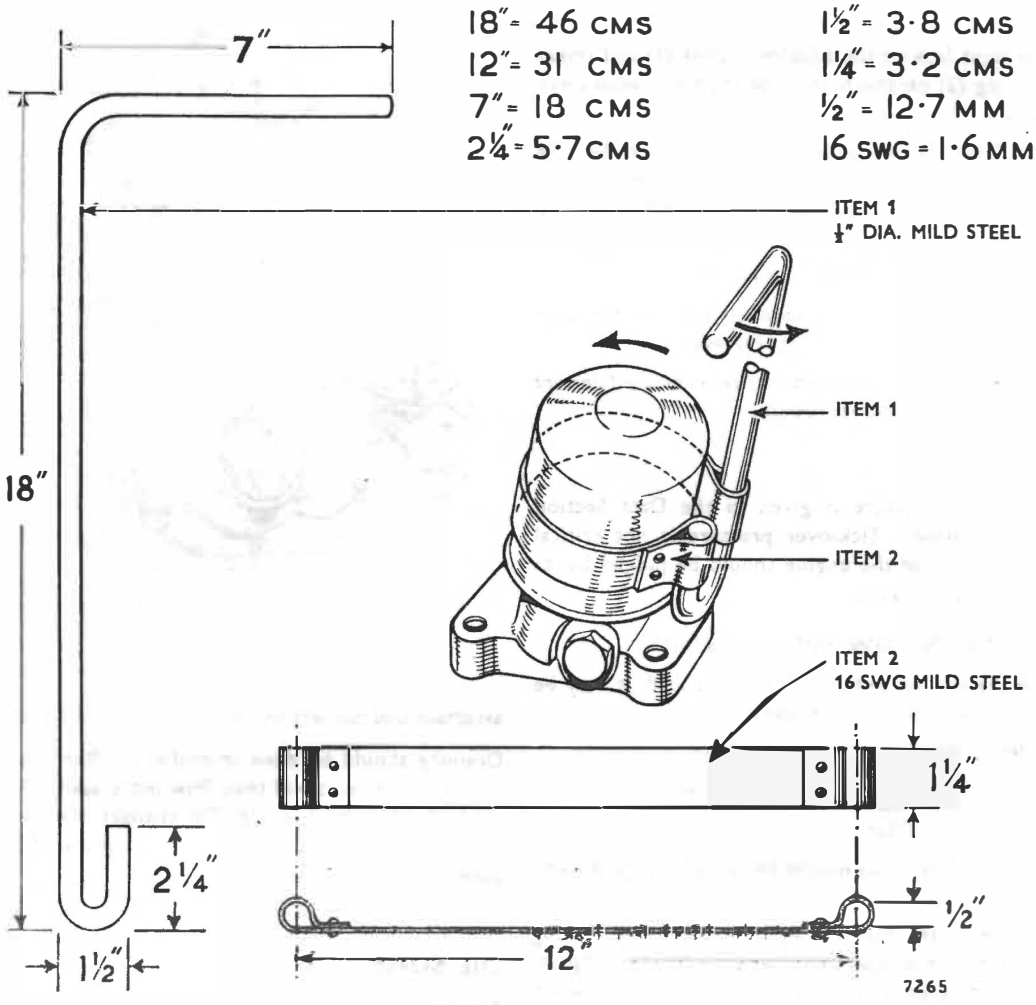

Fig. 11. *Strap wrench—for removing throwaway oil filter.*
The rubber joint ring (2) on the filter base tends to stick to the adaptor casting (1) joint face, and if the filter cannot be removed by hand it can be unscrewed with a strap wrench, which can be made from the particulars given in Fig. 11.